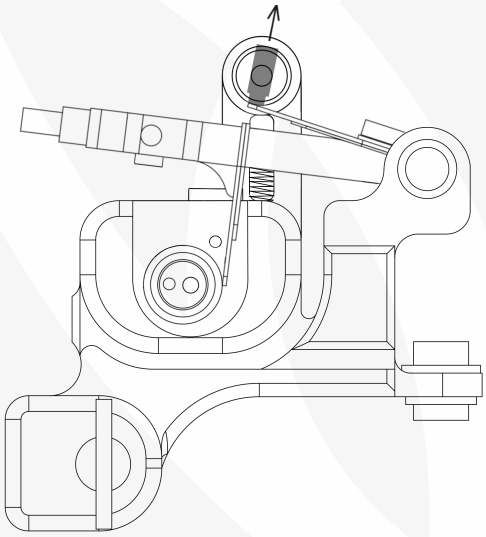

***Fig 2**: Ajustement initial de la course (4.75mm) avec la vis de contact completement rétractée*
- Pour régler la **course** à sa position maximale (**4,75mm**), **rétractez la vis de contact**(6) complètement vers le haut, jusqu'à sa dernière position de contact avec le **ressort supérieur**(8). (Fig. 2)